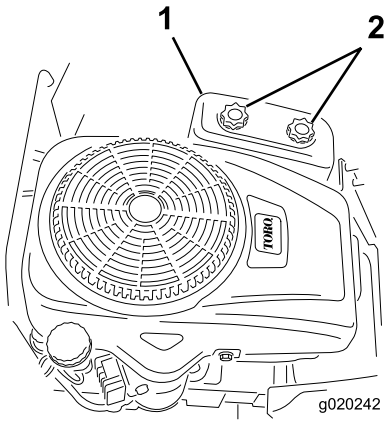

Figur 31
4. Fjern luftfilterdækslet ved at skrue de 2 drejeknapper af (Figur 31).
3. Monter luftfilterdækslet, og fastspænd de to drejeknapper (Figur 31).